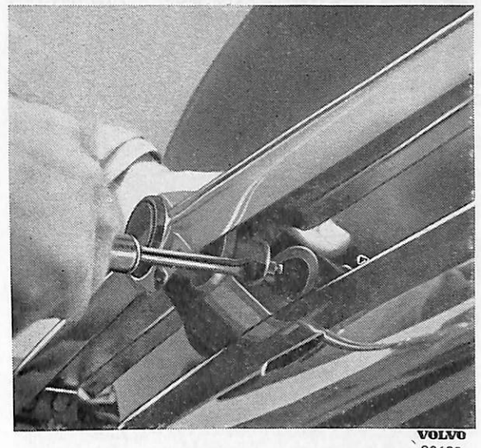

Bild 19. Isärtagning av nummerskyltbelysn.
1. Skjut insats med glödlampa framåt med hjälp av skruvmejsel, bild 19, efter att ha krängt av gummikåpan.